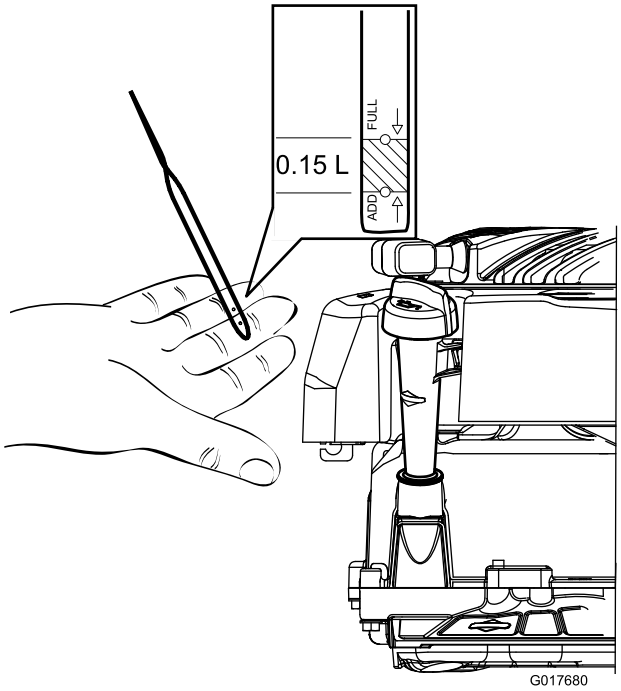

Figuur 10
2. Haal de peilstok eruit en controleer het oliepeil (Figuur 10). Als het peil onder de Bijvullen-markering op de peilstok staat, giet dan langzaam voldoende olie in de vulbuis totdat het peil de VOL-markering op de peilstok bereikt. Wacht na het bijvullen van de olie 3 minuten en controleer het peil met de peilstok (Max. vulhoeveelheid: 0,59 liter, type: SAE 30 reinigingsolie, met onderhoudsclassificatie SF, SG, SH, SJ, SL van het American Petroleum Institute [API] of hoger).